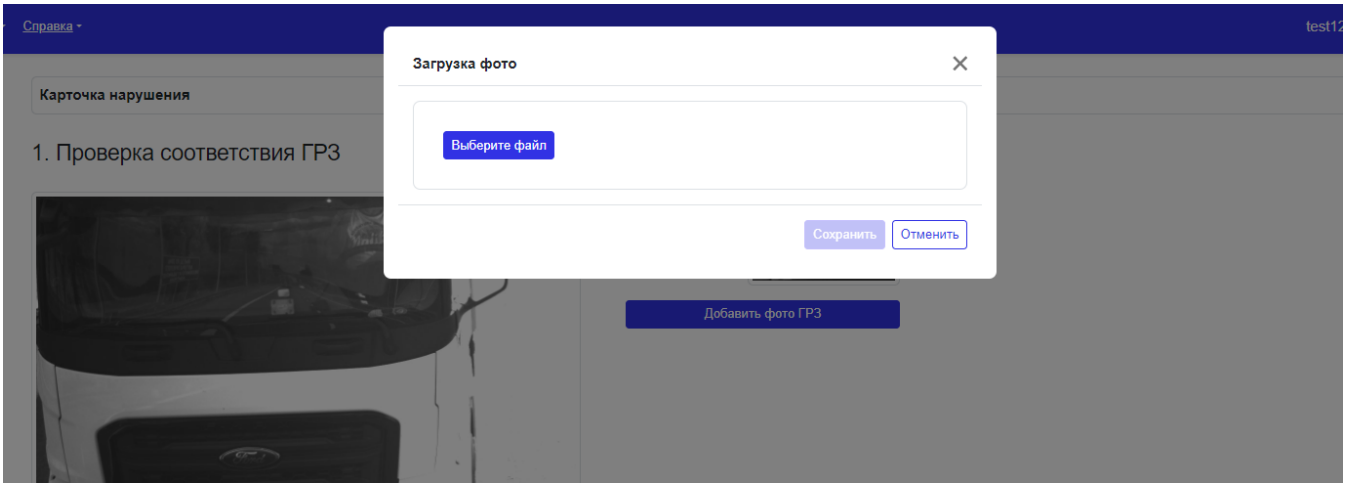

Рисунок 13 - Выбор фото ГРЗ
6. Нажать кнопку «Выберете файл» в открывшейся форме «Загрузка фото» (Рисунок 13);